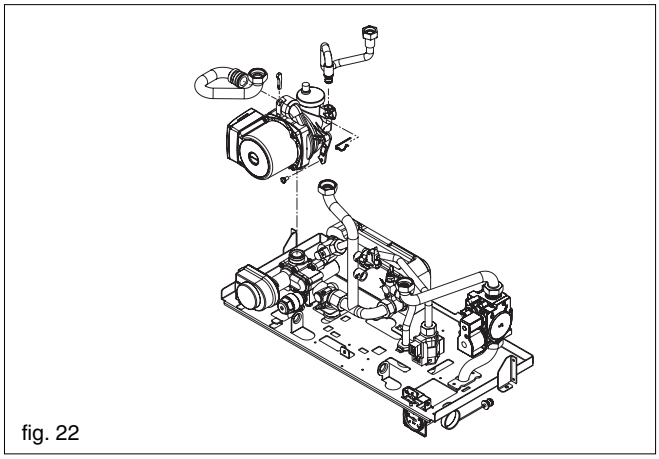

fig. 22
6.5 PUMP ASSEMBLY (fig. 22)
6.7 LOWER AUTOMATIC AIR RELEASE VALVE (fig. 22)